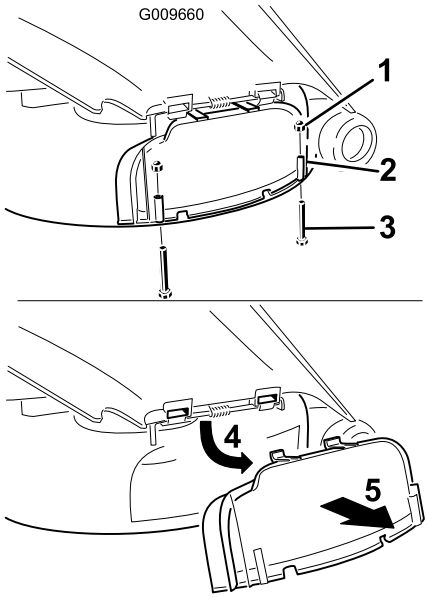

Figur 28
3. Ta bort de två skruvarna och muttrarna som håller fast utkastarluckan på klipparen (Figur 28).